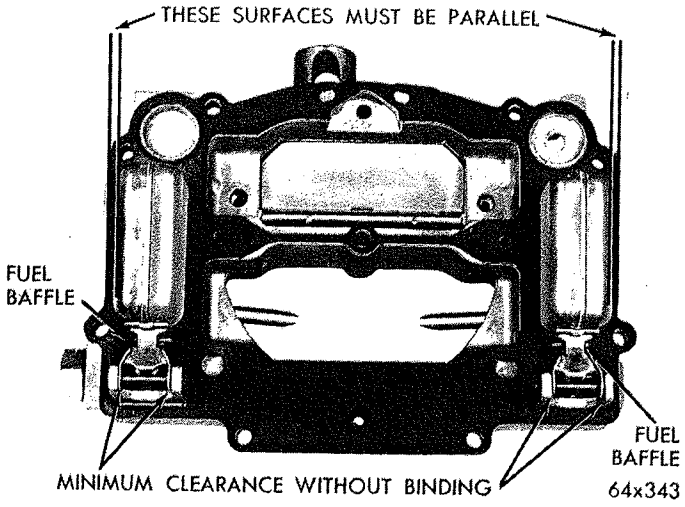

***Fig. 9—Checking Float Alignment***
(1) Sight down side of each float shell to determine if side of the float is parallel to outer cage of air horn casting, as shown in (Fig. 9).
(2) If sides of float are not in alignment with edge of casting, bend float lever by applying pressure to end of the float shell with the thumb. **To avoid damage to the float, apply only enough pressure to bend the float lever.**